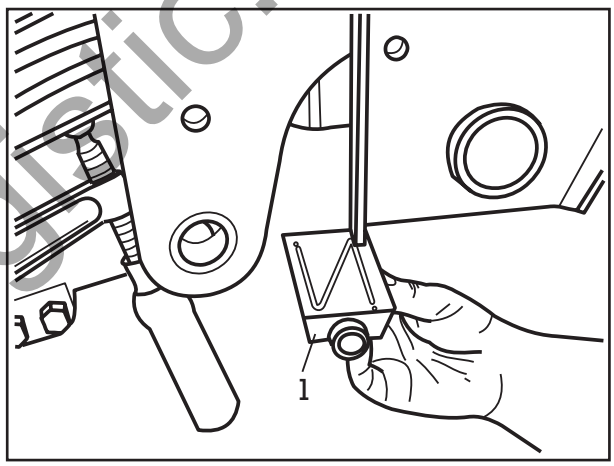

Рис. 17
(31) Проверить скользящую деталь (рис. 17/1) или резиновый ролик с трубой на износ, при необходимости заменить их и вставить в балансир. (смазочный ниппель на скользящей детали должен быть направлен к оси).
(32) Вставить крепежный болт и навинтить стопорную гайку.